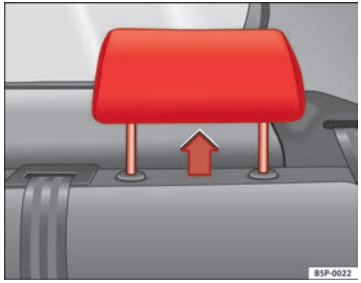

Fig. 5 Head restraints in correct position
– Two positions for **use** ⇒ fig. 5. In these positions, the head restraints are used normally, protecting passengers along with the rear seat belts.